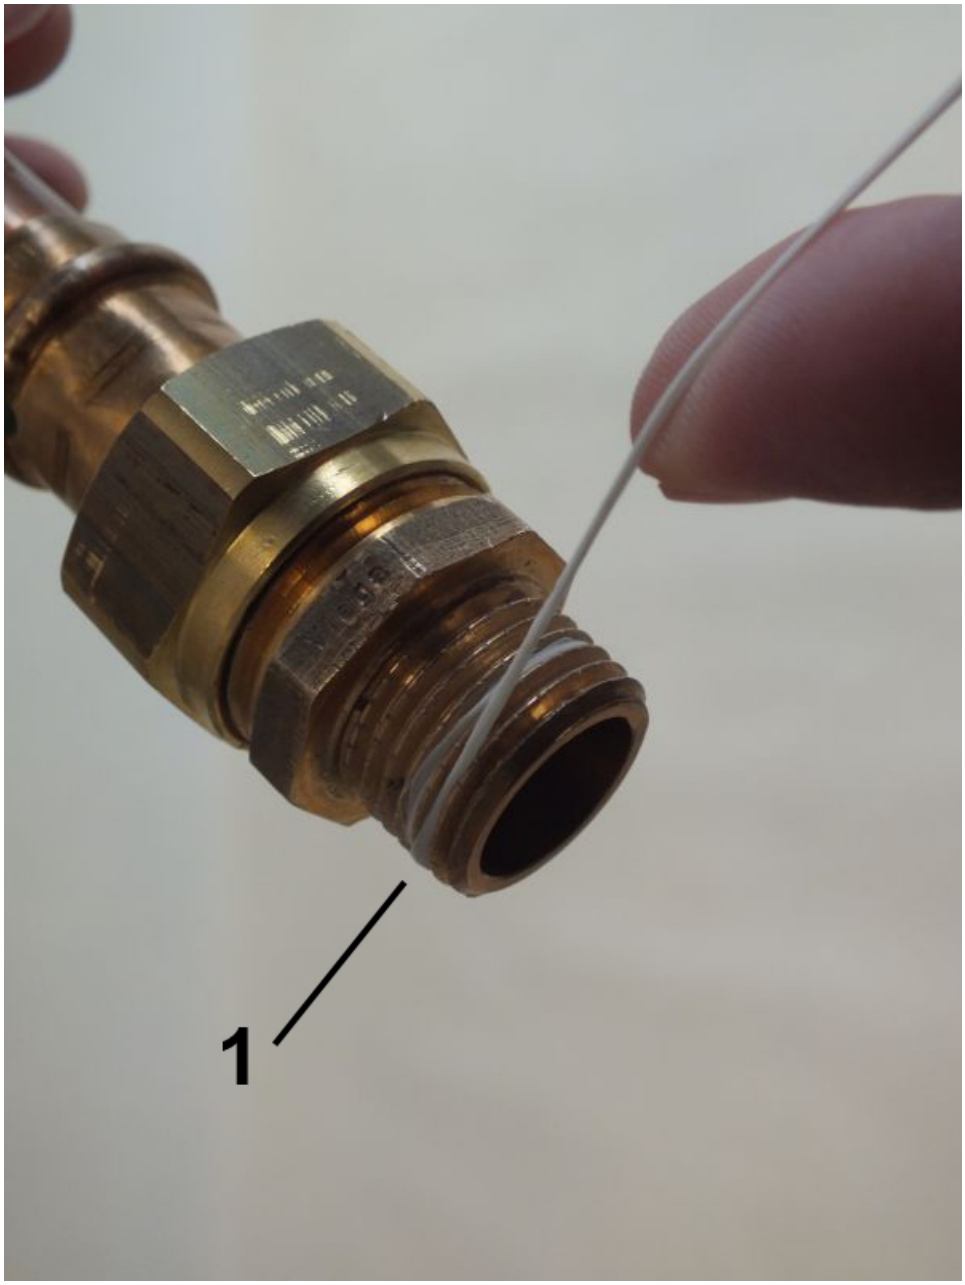

Fig. 10: Apply sealing thread
2. Apply sealing thread (*Fig. 10*/1) to the napped thread in the threaded direction. Observe the quantity recommended by the sealant manufacturer.